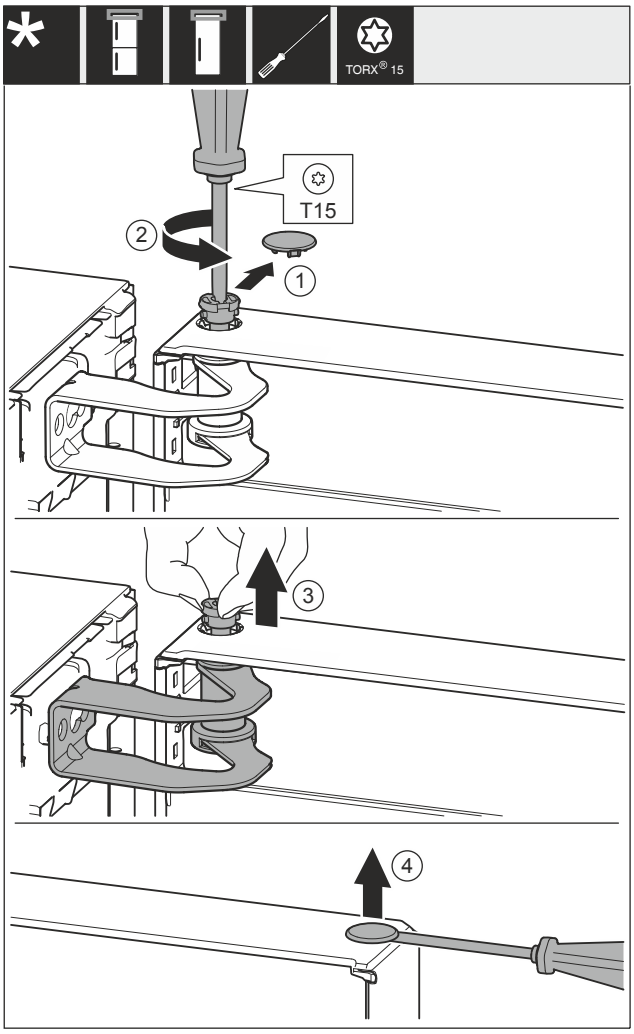

Fig. 29
▶ Noņemiet pārsegu *Fig. 29 (1)* uzmanīgi.
▶ Izskrūvējiet mazliet tapu *Fig. 29 (2)* ar skrūvgriezi.
▶ Izvelciet ar pirkstiem tapu *Fig. 29 (3)*.
▶ Paceliet uzmanīgi ar skrūvgriezi un noņemiet pārsegu *Fig. 29 (4)*.